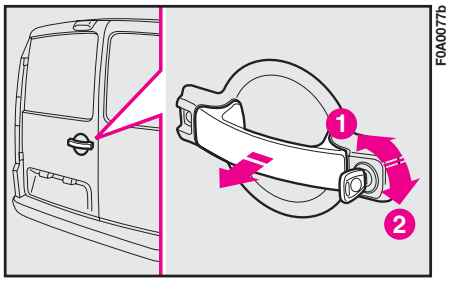

fig. 115
**Turn the key to position 2-fig. 115** and pull the door handle in the direction of the arrow.
Turn the key to position **1-fig. 115**.